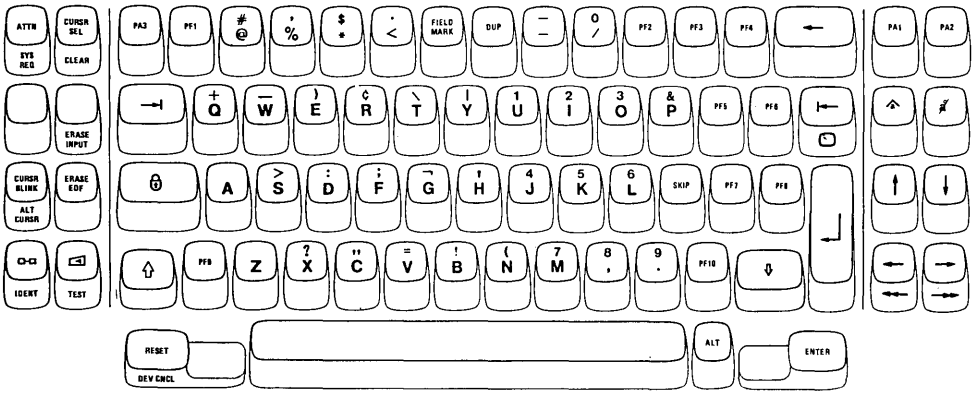

Figure 5-5. 3278 Data Entry Keyboard
- The Data Entry keyboard (Figure 5-5), which is similar to the 3275 and 3277 Data Entry keyboard